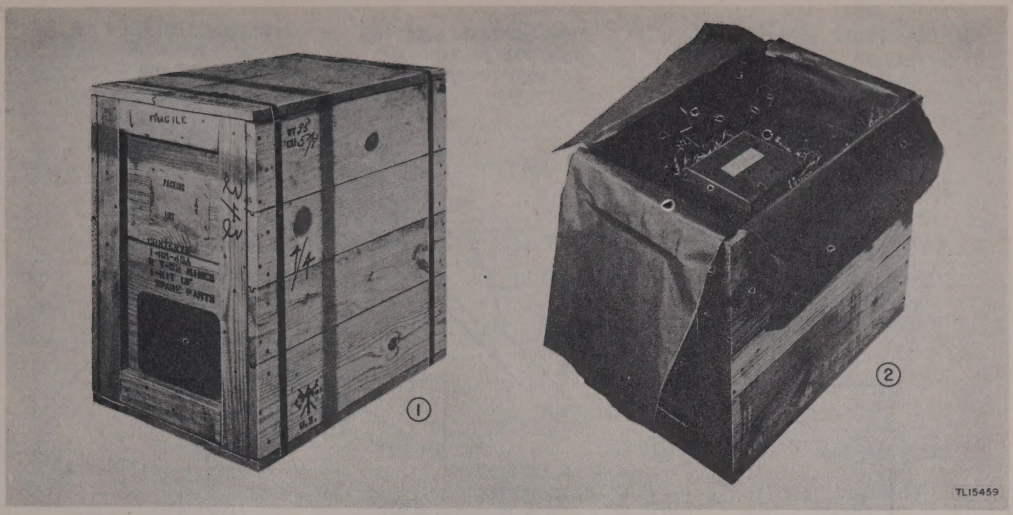

Figure 11. Packing case 4: ① Closed; ② Open.
d. Case 4 (Fig. 11). Contains one Remote Control Unit RM-45-A, complete with tube, fuse, and pilot lamps; one set of spare parts for Remote Control Unit RM-45-A; two Microphones T-32, complete with cords and plugs. (Gross weight 95 lb)